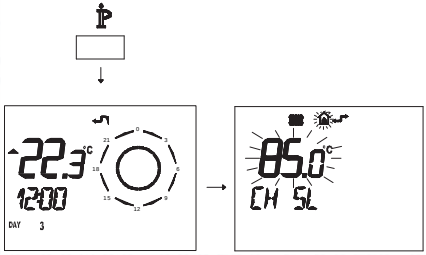

Fig. 7.22
- Press button for more than 3 seconds to enter in INFO (Fig. 7.22) mode.